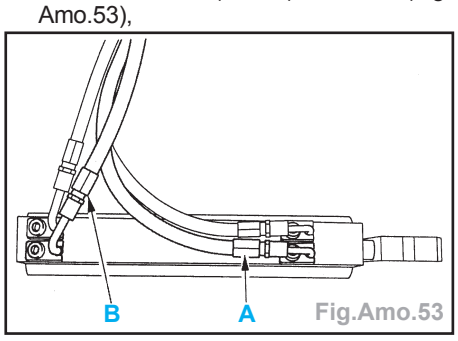

Fig.Amo.53
- les canalisations (A et B) et obturer (Fig. Amo.53),